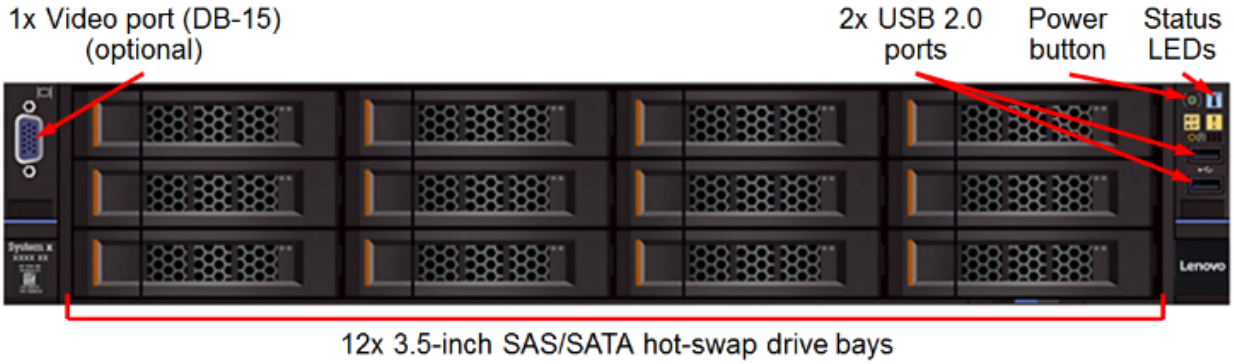

**Figure 13: x3650 M5 with 12x 3.5-inch drive bays front view**
**Figure 13** shows the front view of x3650 M5 with 12x 3.5-inch drive bays.